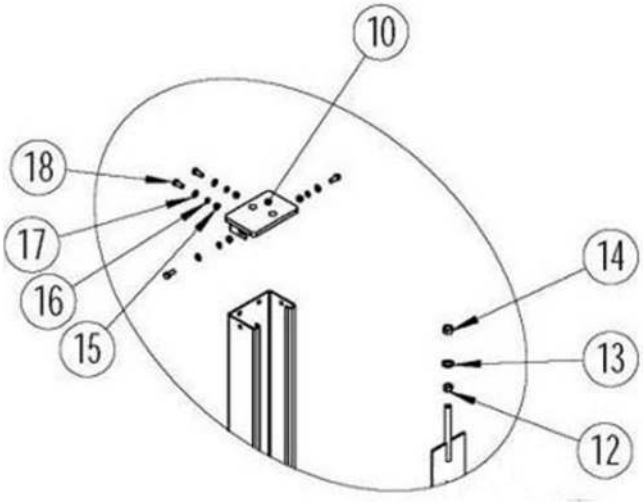

Fig. 5b
13. Secure Top Cap and Lock Ladder assemblies together with Washer (#13) and Nut (#14) as shown in Fig 5b. ***Note: Ensure Jam Nut (#12) is positioned below Top Caps***. Position the Crossbeams at the second lowest locking position on all columns.